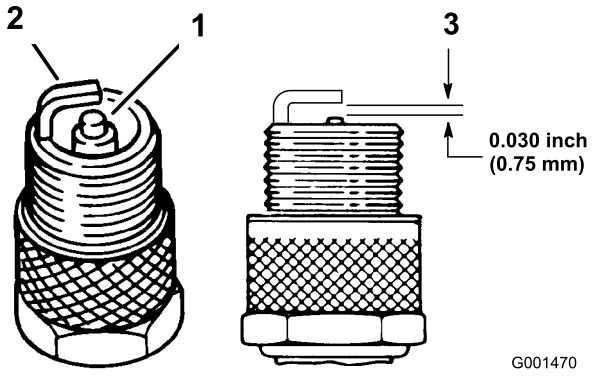

Figur 23
1. Titta mitt på tändstiften (Figur 23). Om isolatorn är ljusbrun eller grå fungerar motorn som den ska. En svart beläggning på isolatorn brukar betyda att luftrenaren är smutsig.
2. Kontrollera avståndet mellan mitt- och sidoelektroderna (Figur 23). Böj sidoelektroden (Figur 23) om avståndet är felaktigt.
3. Anslut kablarna till tändstiften (Figur 23).